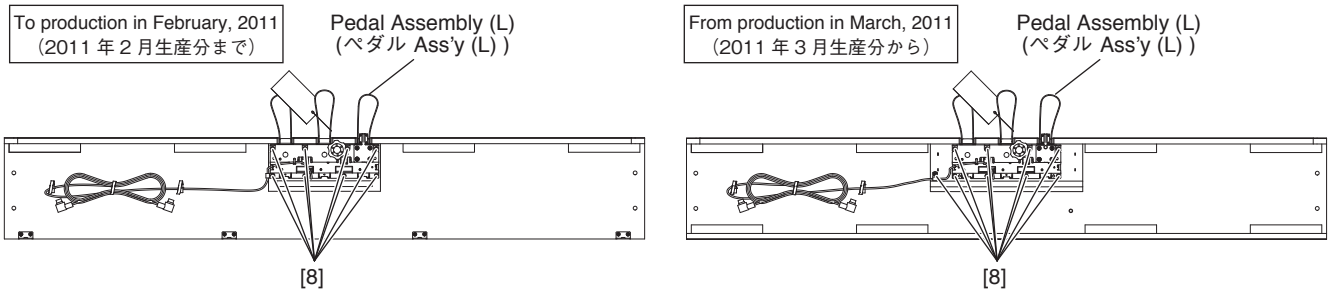

Fig.18（図 18）
24-4 Remove the eight (8) screws marked [8]. The pedal assembly can then be removed. (Fig.18)
24-4 Remove the nine (9) screws marked [8]. The pedal assembly can then be removed. (Fig.18)
24-4 [8] のネジ 8 本を外して、ペダル Ass'y を外します。(図 18)
24-4 [8] のネジ 9 本を外して、ペダル Ass'y を外します。(図 18)